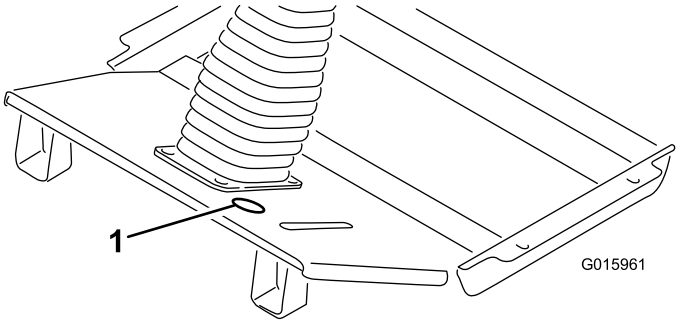

Figura 3
1. Estraete il tappo inserito nel pianale tra il pedale del freno e il piantone dello sterzo (Figura 3). Se nel pianale non è presente alcun tappo, passate al punto successivo per conoscere le istruzioni di perforazione.